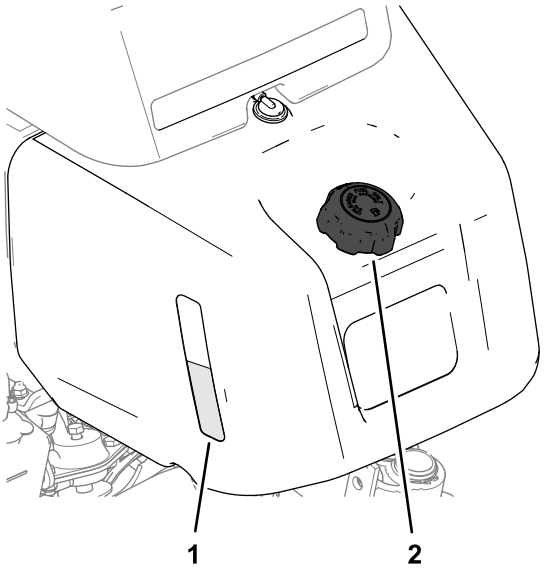
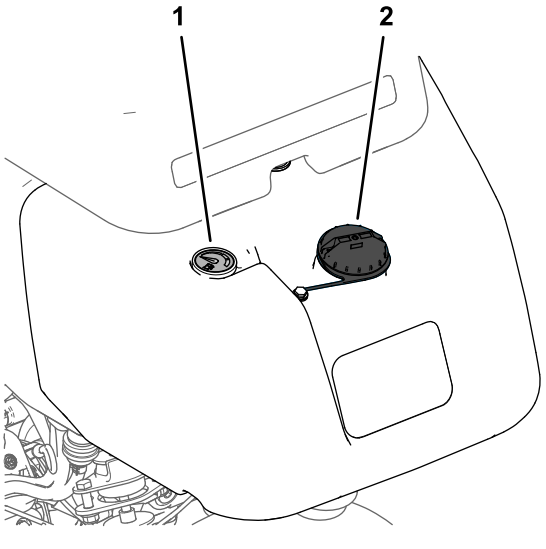

Figur 24
Figur 25
1. Gör rent runt tanklocket och ta bort det (Figur 24 eller Figur 25).